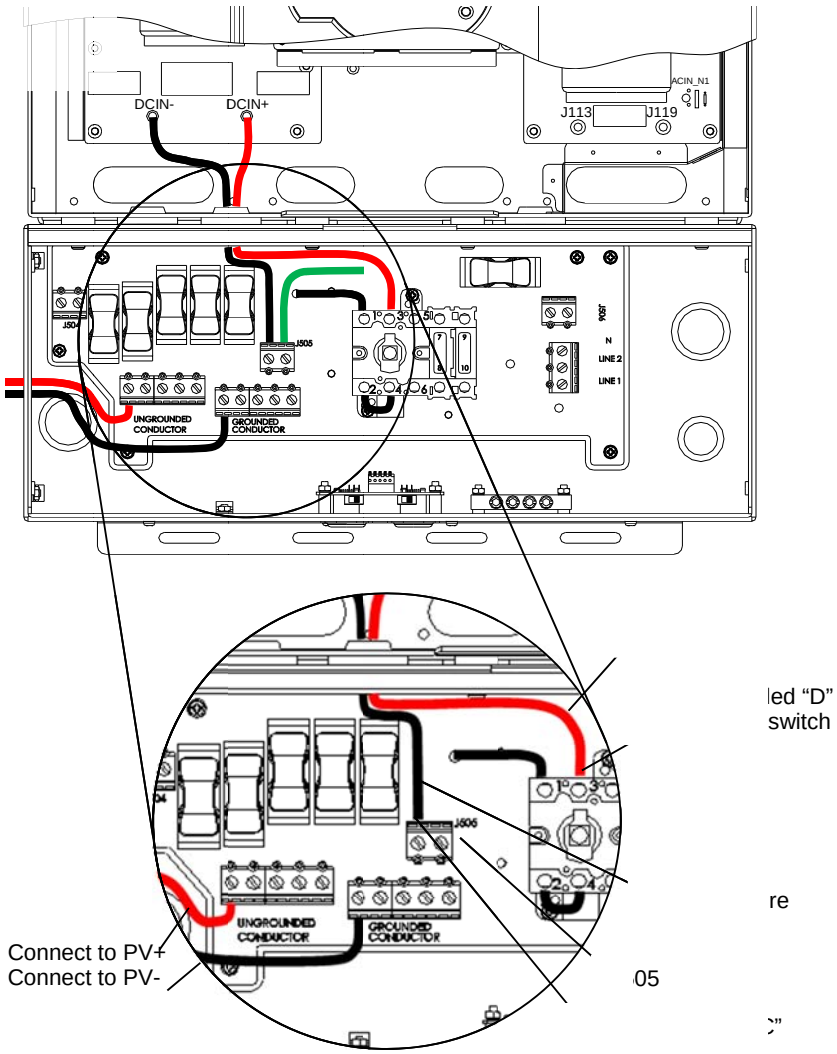

Fig 2.5.1.1 DC Terminal blocks and connections using string fuses for negatively grounded systems
There are two (2) terminals, labeled “Ungrounded Conductor” and “Grounded Conductor”, located in the wiring box used for the DC connections as shown in Figure 2.5.1.1. The DC equipment ground wire shall be connected to a screw on the ground bar labeled ⏚ in the wiring box of the PVI 6500/7500 inverter. All the screws shall be tightened with a torque of 15.6 in-lb (1.7Nm).
The inverter is shipped a with negatively grounded setting (factory default). The positive polarity of the DC input voltage from the PV string shall be connected to the terminal labeled UNGROUNDED CONDUCTOR and the negative polarity of the DC input voltage from the PV string shall be connected to the terminal labeled GROUNDED CONDUCTOR as shown in the figure 2.5.1.1 below.